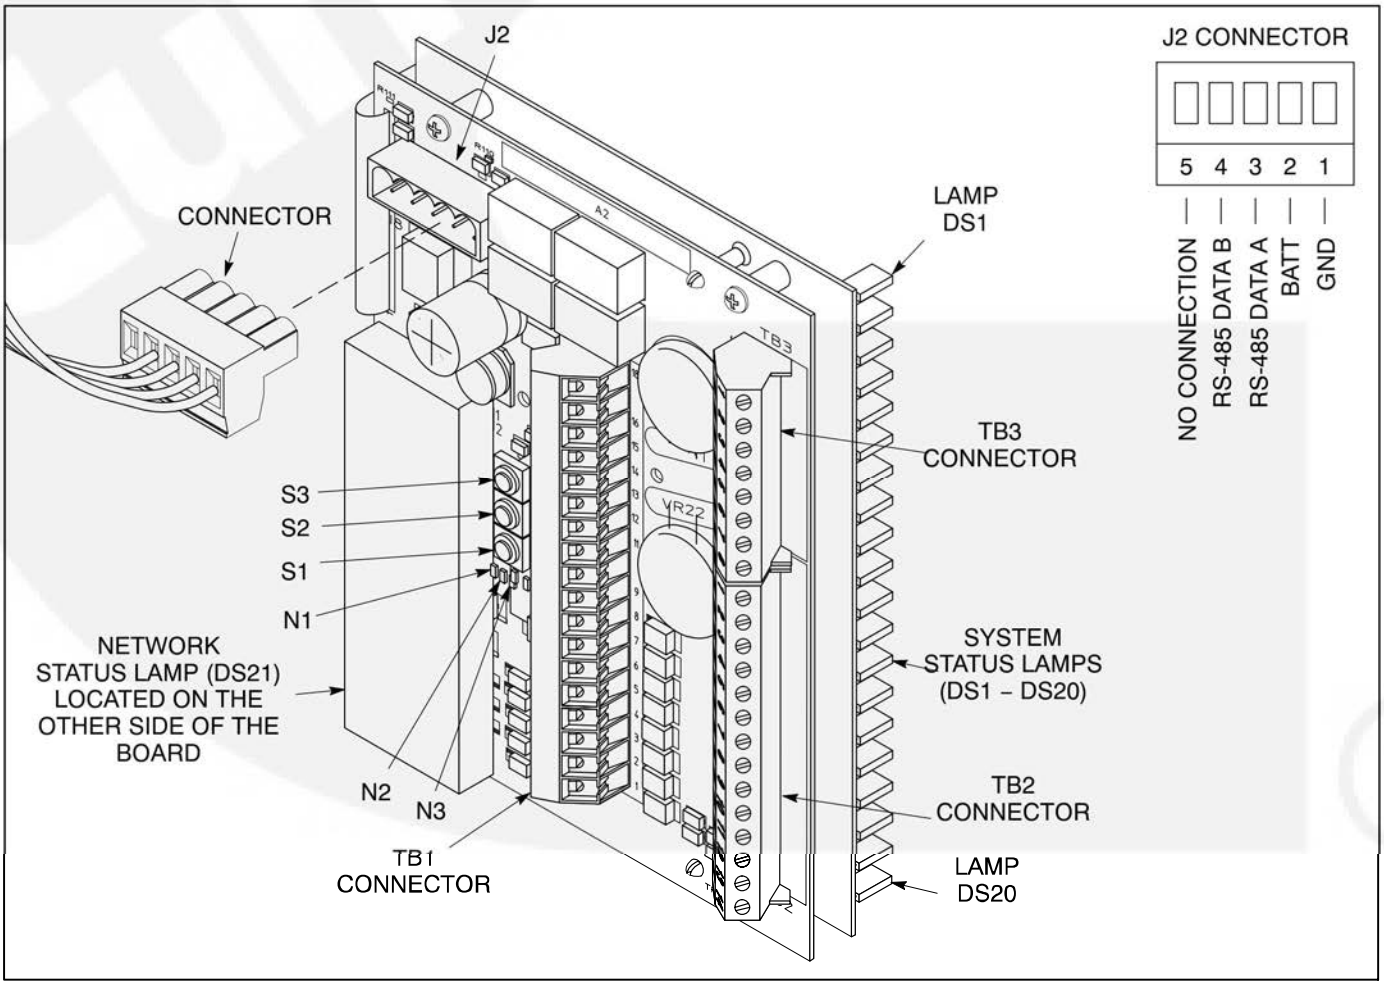

FIGURE 6. ANNUNCIATOR CONTROL BUTTONS, STATUS LAMPS, AND CONNECTORS
b. LED N3 on the back of the control board (see Figure 6) starts flashing (green – one flash per second), indicating that the annunciator is in Running Mode.
Annunciator functions can be modified to meet the needs of your installation. individual status lamp colors (red, green, or amber), flash, and alarm characteristics can be changed. The S1 button on the control board (see Figure 6) can be used to enter the configuration mode and make adjustments.